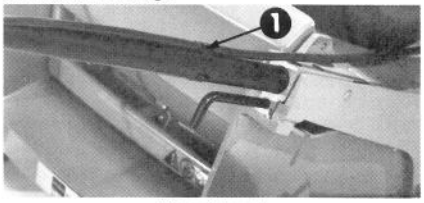

Afbeelding 5
1. Monteer de kabelklemmen om de kabel van de veiligheidsschakelaar heen, zowel aan (Afb. 5) het bovenste, als aan het onderste deel van de stuurstang.